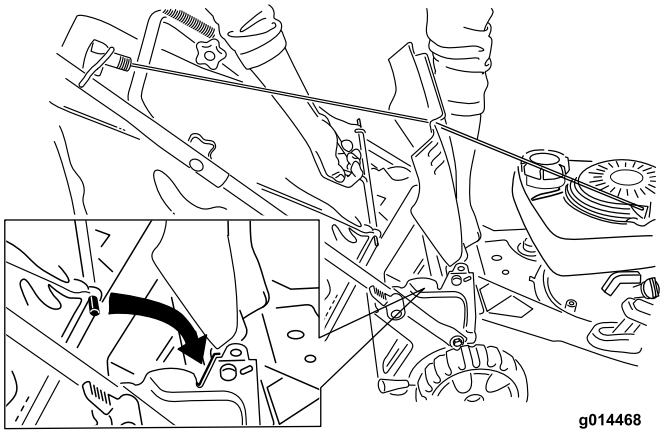

Figur 19
2. Lyft upp den bakre luckan, montera uppsamlaren i skårorna och släpp sedan ner luckan igen (Figur 19).